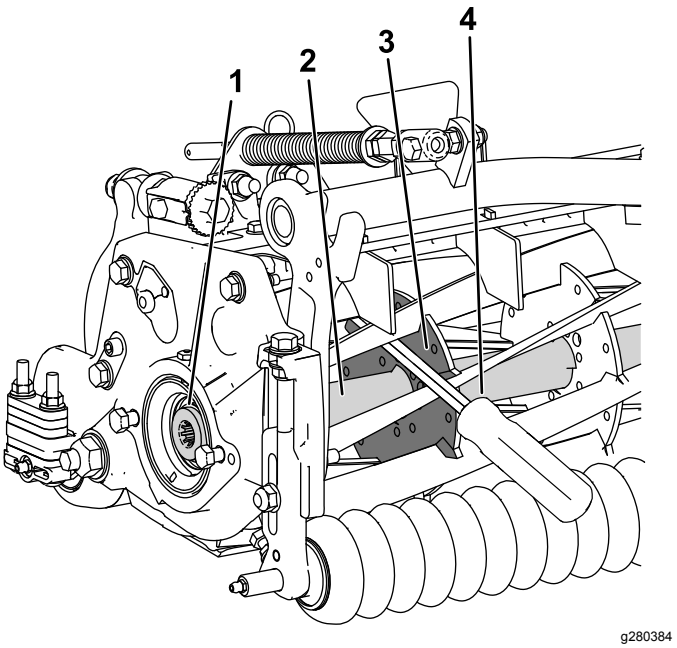

Figura 31
1. Inserite un piede di porco con manico lungo (⅜" x 12" raccomandato con manico a cacciavite) attraverso la parte anteriore del cilindro di taglio, più vicino al lato dell'apparato di taglio da serrare (Figura 31).
2. Posizionate il piede di porco contro il lato di saldatura del rinforzo del cilindro di taglio interno (Figura 31).